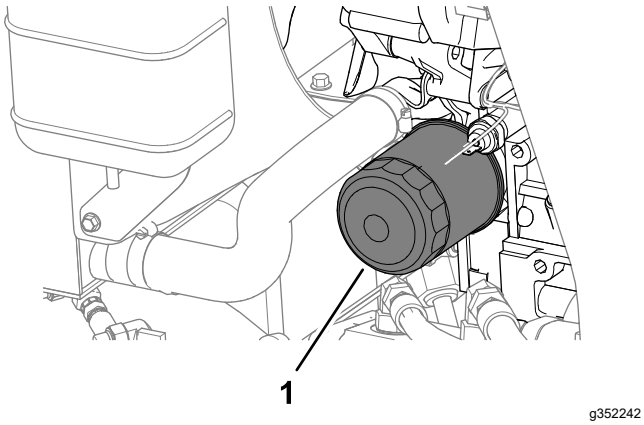

Rysunek 75
4. Wyciągnij filtr oleju (Rysunek 75).